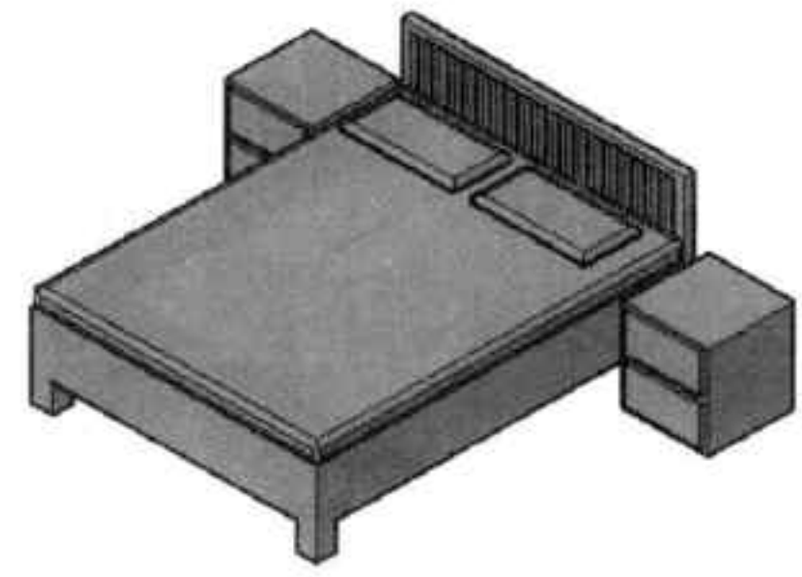

图14-73 复制枕头模型
Step20 对绘制的枕头模型进行复制操作，并将其放置在床垫的合适位置，结果如图 14-73 所示。